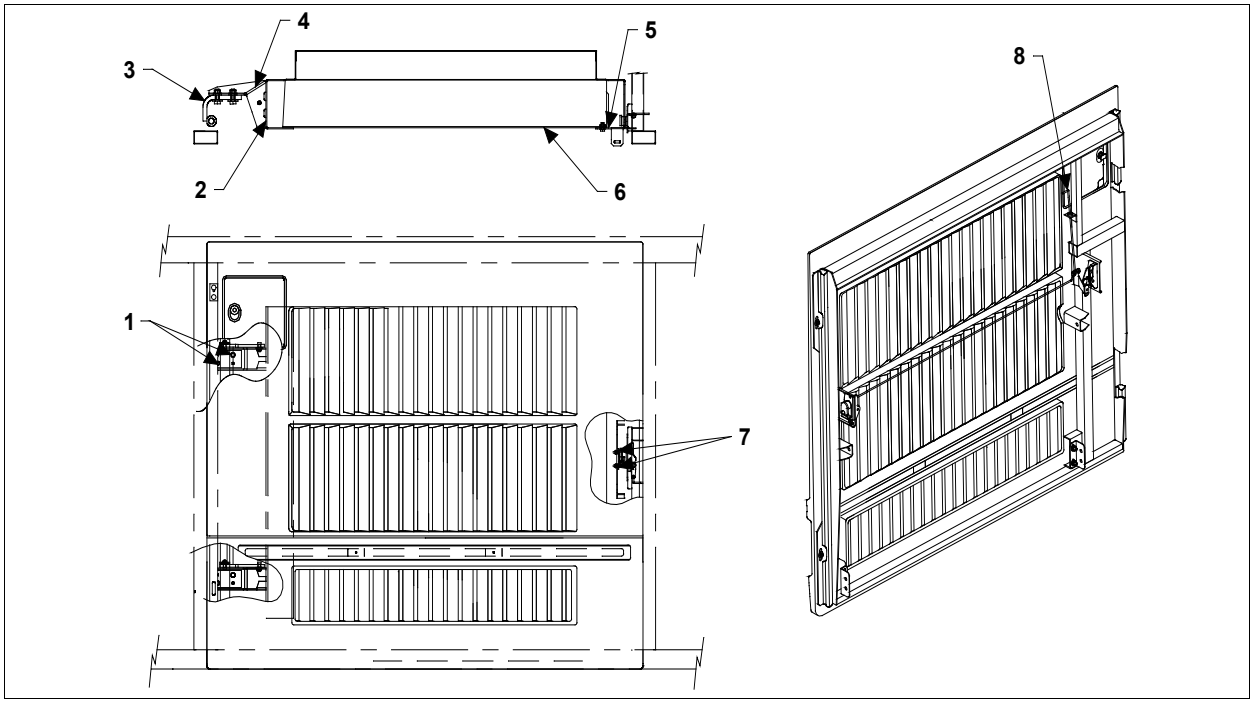

FIGURE 70: CONDENSER DOOR D280201
5. Loosen bracket nuts holding the panel to condenser. Panel (6, Figure 70) may be shifted "IN or OUT", "LEFT or RIGHT" and "UP or DOWN".
6. Adjust condenser panel at brackets (2, Figure 70) and (5, Figure 70).
2. Loosen the nuts (1, Figure 70) holding the hinge (3, Figure 70) to hinge attachment (4, Figure 70). Loosening nuts (1, Figure 70) allows the condenser assembly to be shifted "LEFT or RIGHT" and "UP or DOWN".